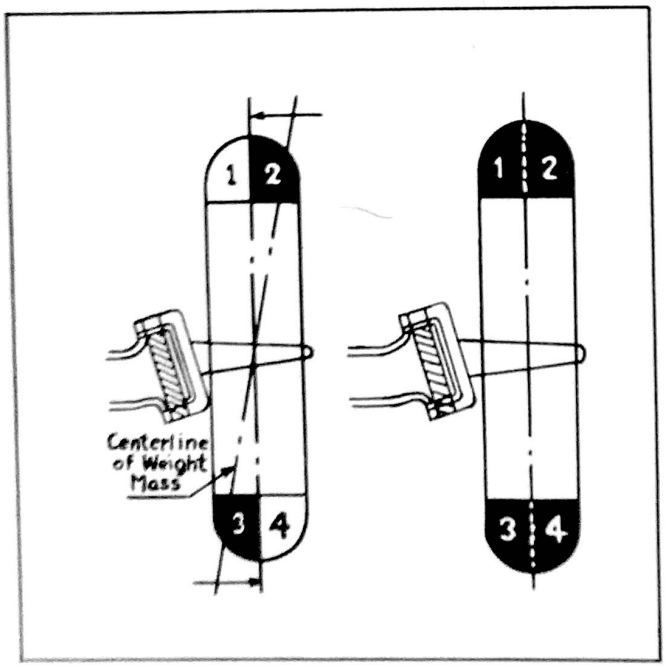

Figure 355 - Dynamic Balancing
This wheel, when started spinning, will cause a center line through the weights at (2) and (3) to attempt to get at right angles to the rotation axis Fig. 355, which exerts a force on the wheel to try to obtain a new center line and thus change the axis of rotation. The wheel in spinning, therefore, tries to equalize the weight at (2) and (3) by moving the center line first in one direction and then in another, causing the wheel to try to rock first in one direction and then another, producing a wobble or shimmy which increases with high speeds.
Weights must be added to (1) and (4), Fig. 355 to equal the weight in sections (2) and (3), and in Fig. 355 the weight is evenly distributed about both the axis of rotation and the center line of the wheel. This wheel is statically and dynamically balanced.